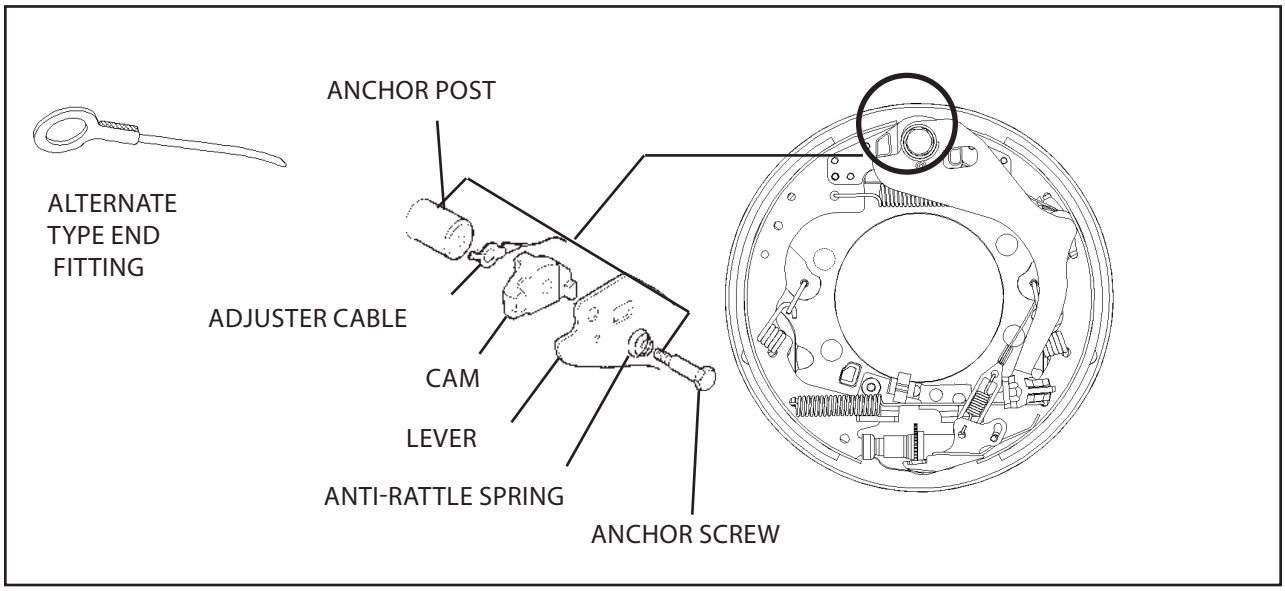

Figure 17. Spring, Lever, Cam, and Adjuster Cable Removal
8. Remove the anchor screw. See Figure 17.